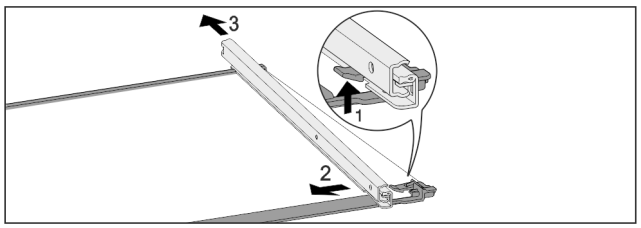

Fig. 127 Placa de sticlă cu șine
▶ Apăsați în sus cârligul de blocare frontal. *Fig. 127 (1)*
▶ Îndepărtați șinele de extragere prin împingere în lateral *Fig. 127 (2)* și spre spate *Fig. 127 (3)*.